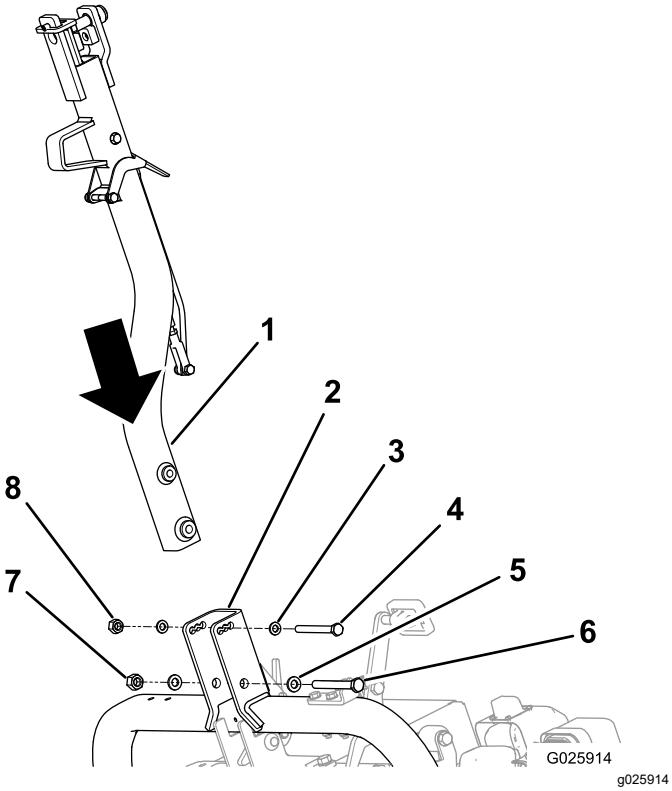

Figur 5
2. Fastgør bugsertrækket på aksebeslaget med de relevante bolte og møtrikker. Se Figur 5.